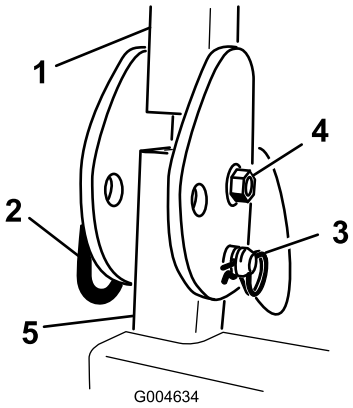

Figur 91
49. Monter bolten, møtrikken, låseclips og stift, der fastholder hver styrtbøjleenhed på styrtbøjlestiverne (Figur 91).